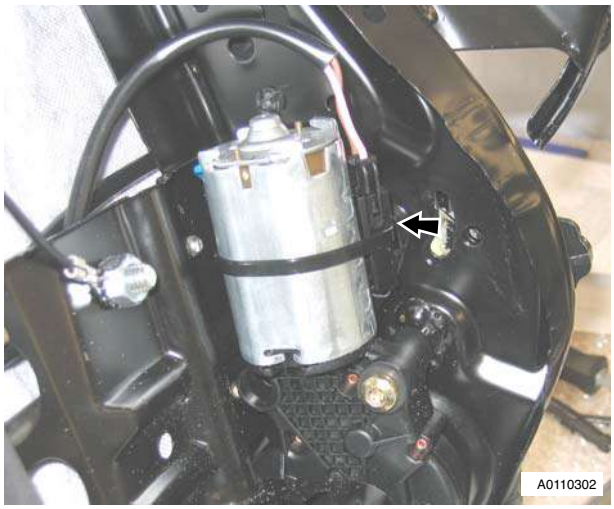

Figure 4
5. Remove motor from seat frame (bolt x1 and multiplug x1). (see Figure 4)